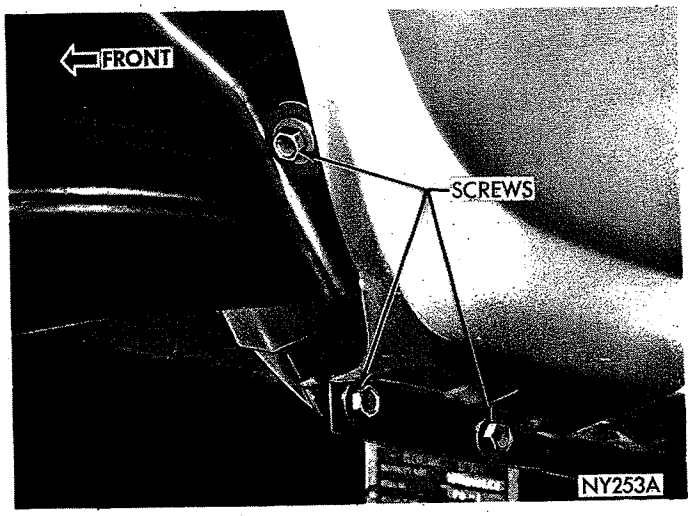

*Fig. 6—Fender to Body Frame Mounting*
(13) Remove fender to cowl stud nuts and fender to floor sill bolts (Fig. 6).